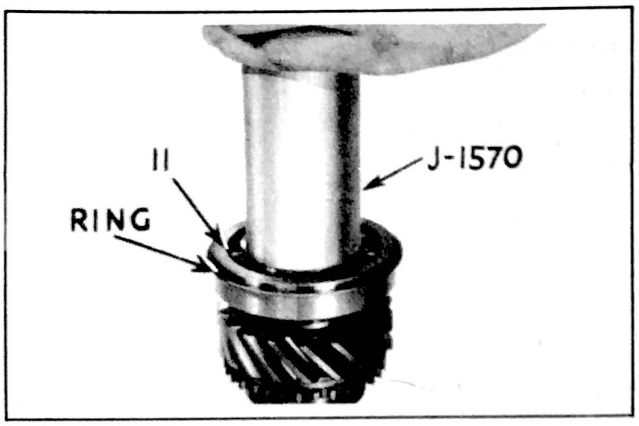

Figure 234 - Pressing Main Drive Gear Bearing in Place With Tool J-1570
37. After placing bearing (11) on main drive gear, with bearing ring toward front end of gear, drive it in place with Replacer J 1570., (Fig. 234).